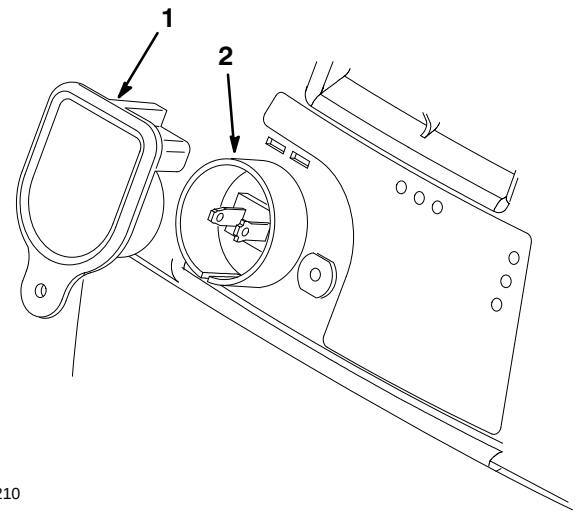

Figure 11
2. If key is in plug receptacle, remove it (Fig. 11).